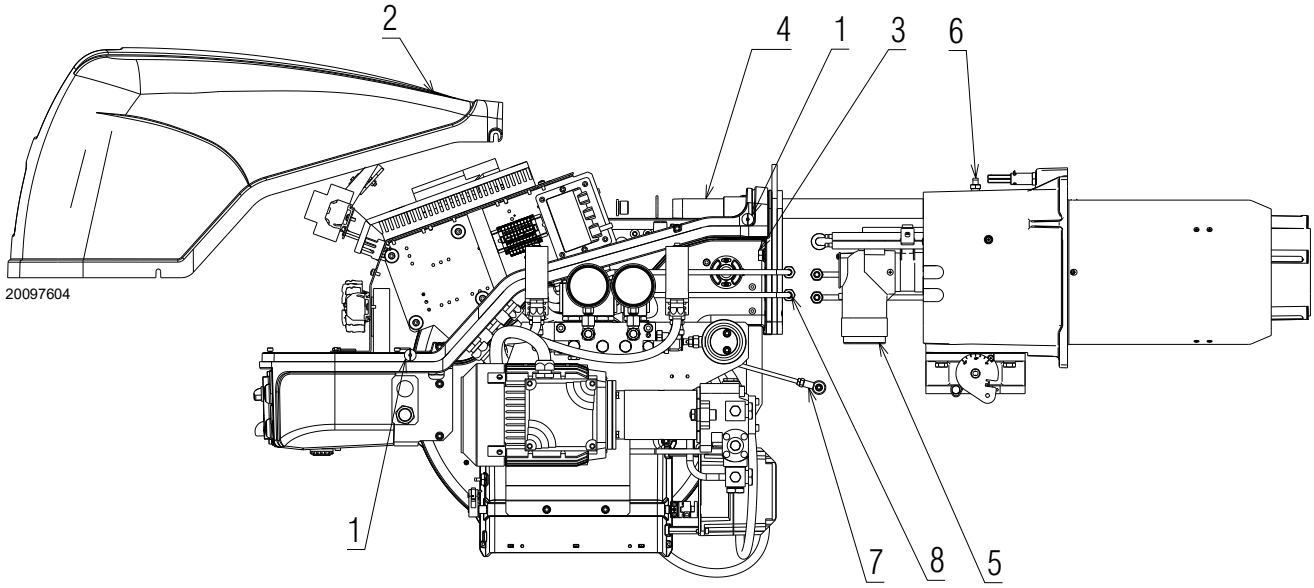

Fig. 61
- ➤ Loosen screws 1)(Fig. 61) and with draw the cover 2);
- ➤ refit screws 3)(Fig. 61) and pull the leads gently out until they are slightly stretched;